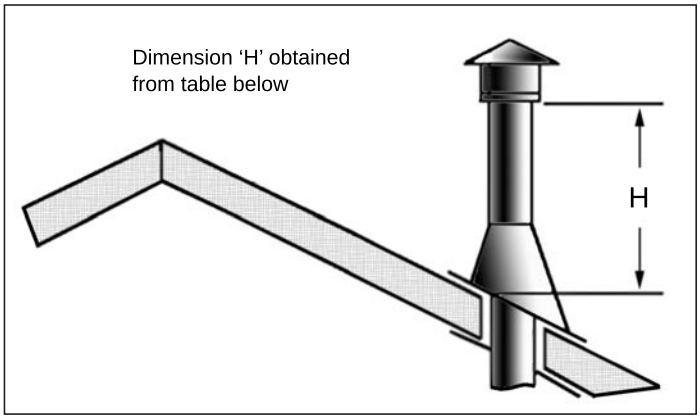

Figure 54: Height of Vertical Termination; Reference Table 7
Step 8. Continue to add pipe sections until the height of the vent cap meets the minimum code requirements. Refer to Figure 54 and Table 7. Note that for steep roof pitches, the vent height must be increased. In high wind conditions, nearby trees, adjoining roof lines, steep pitched roofs, and other similar factors can result in poor draft, or down drafting. In these cases, increasing the vent height may solve the problem.
Table 7: Minimum 'H' for Figure 54.